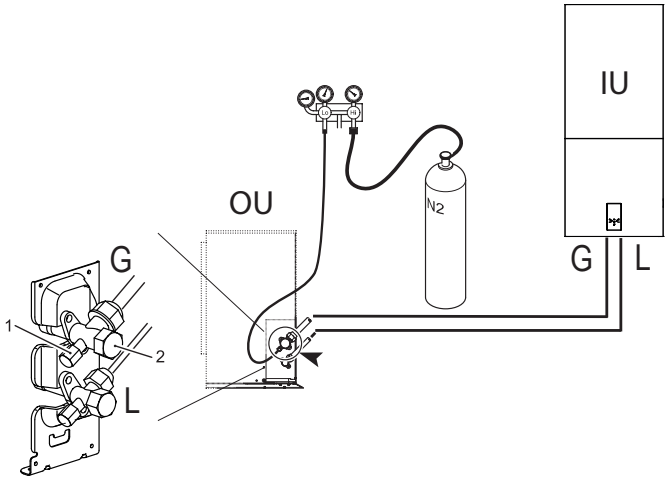

fig. 14 - Probă de etanșeitate la aer și detectare a scurgerilor
- Cu robinetele unității externe complet închise, scoateți capacul robinetului de service (piesa 1 - fig. 14) și racordul (piesa 2 - fig. 14) supapei de gaz (cea mai mare).